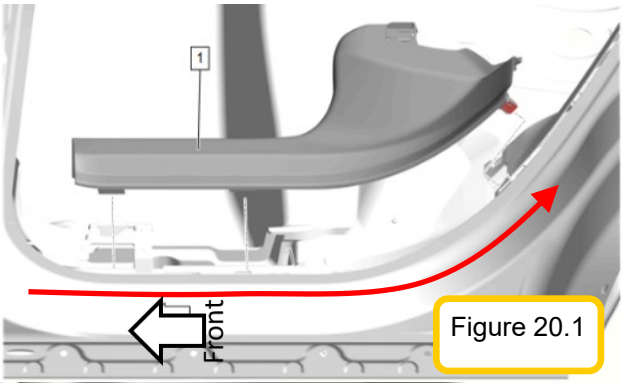

Figure 20.1
**Step 4:** Once the harnessing reaches the cargo area, and the appropriate driver side cargo area trim pieces have been removed on the wall, route the harnessing as shown in the Figures 20.1 through 20.4. Fish tape is recommended.